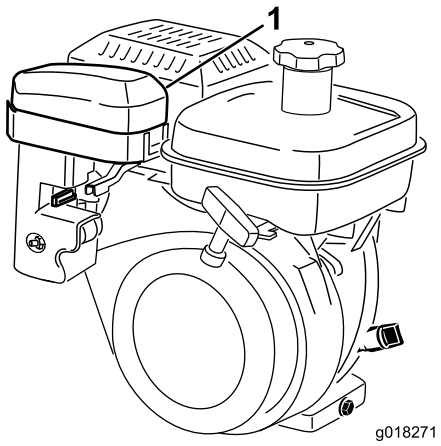
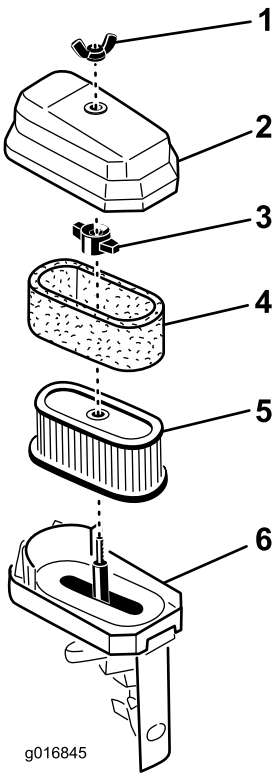

Figur 32
Figur 33
2. Fjern vingemutteren som fester luftrenserdekslet til luftrenseren, og ta av dekslet. Rengjør dekslet grundig (Figur 32 og Figur 33).
3. Hvis skumelementet er skittent, fjerner du det fra papirelementet (Figur 33). Rengjør det grundig.